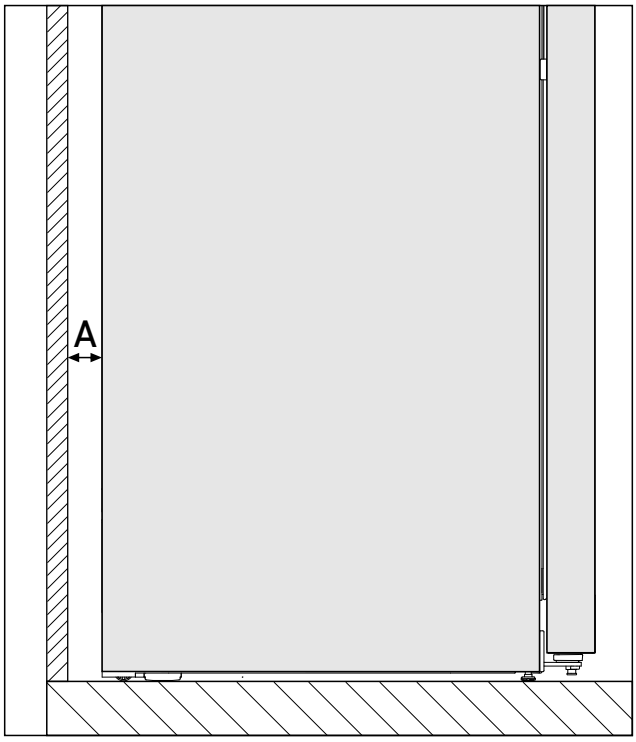

*Fig. 2 **
Consumul de energie a fost determinat cu o distanță față de pereți *Fig. 2 (A)* între partea posterioară a aparatului și perete. Dacă distanța față de perete este mai mică de *Fig. 2 (A)*, acest lucru nu are nicio influență asupra funcționalității aparatului, însă se mărește nesemnificativ la o distanță față de pereți mai redusă a consumului de energie.